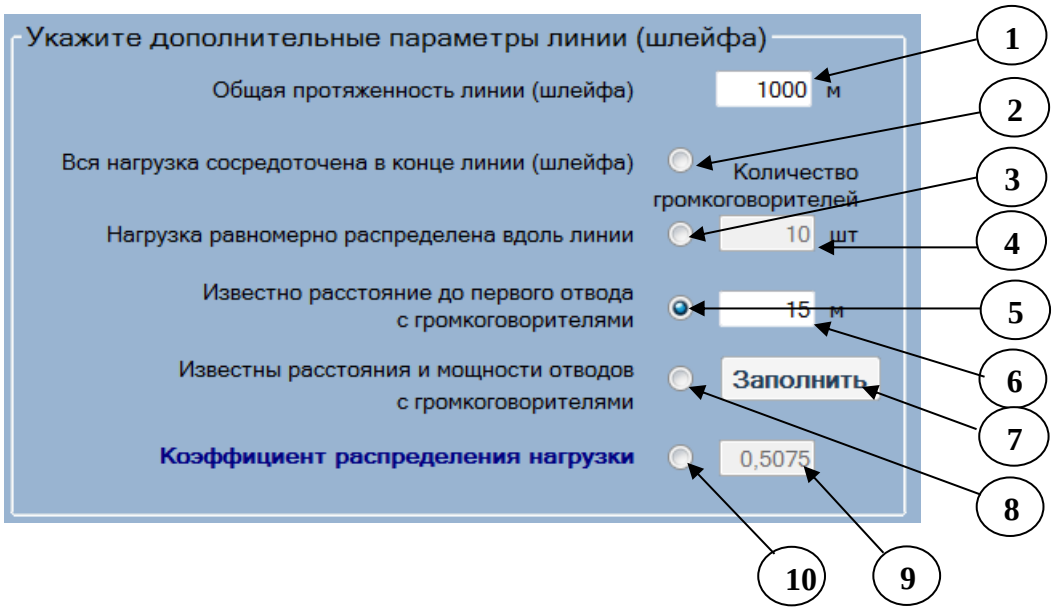
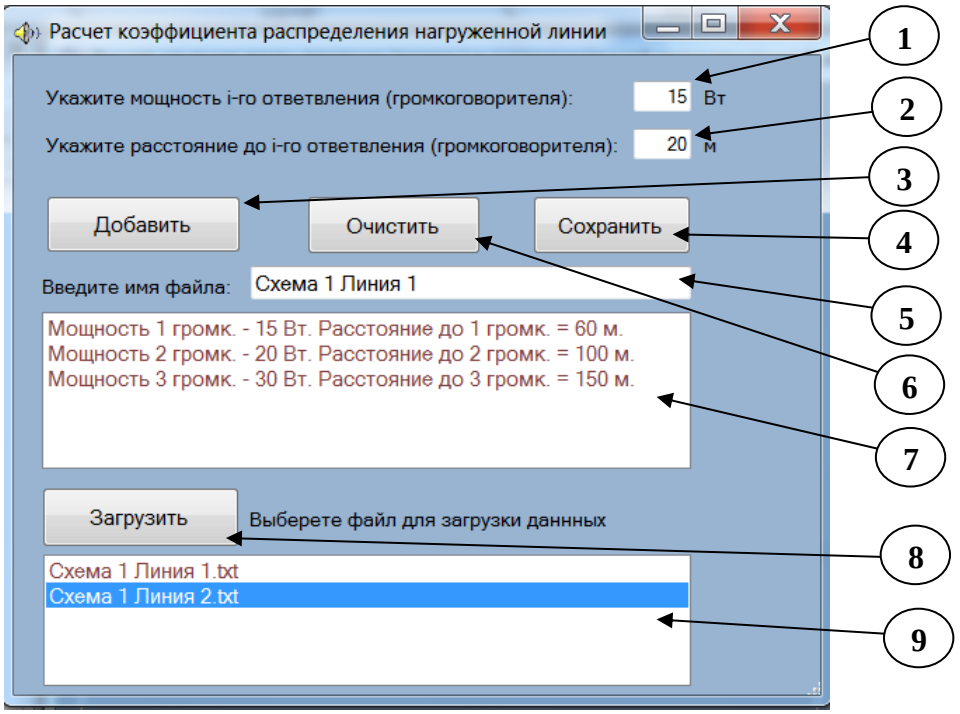

Рис.4. Блок: “ Дополнительные параметры линии (шлейфа)”.
Рис.5. Форма для расчета коэффициента распределения нагрузки линии (шлейфа).
Блок “Дополнительные параметры линии (шлейфа)” изображен на рис.4 и включает следующие компоненты:
При нажатии кнопки (7), рис.4, загрузится форма, рис.5, с помощью которой можно рассчитать точный коэффициент (значение) распределения нагрузки.
6) При необходимости скорректируйте значение потерь на проводах (3), рис.4.
7) Укажите общую протяженность линий (1), рис.4.